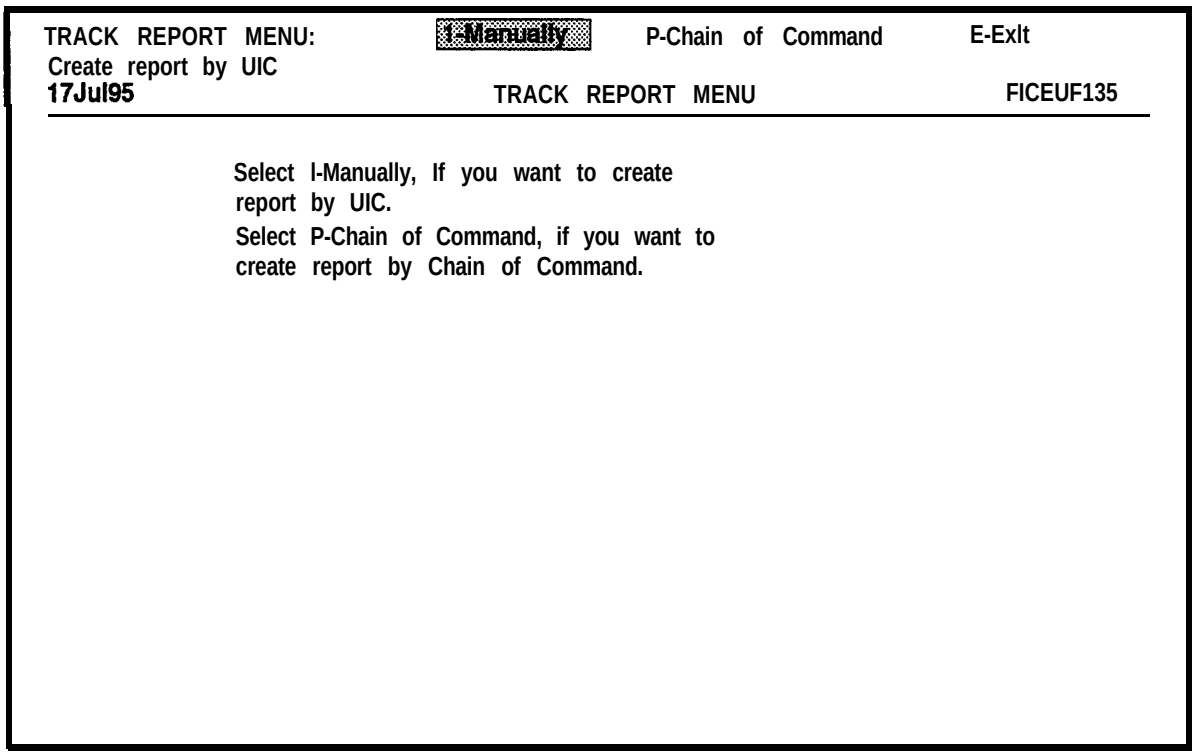

Figure 6-38. Track Report Menu
(1) Use the cursor control keys to highlight the desired TDC.
(2) Press **ESC** to accept your selection. The Track Report Menu screen will be displayed, as shown in Figure 6-38.